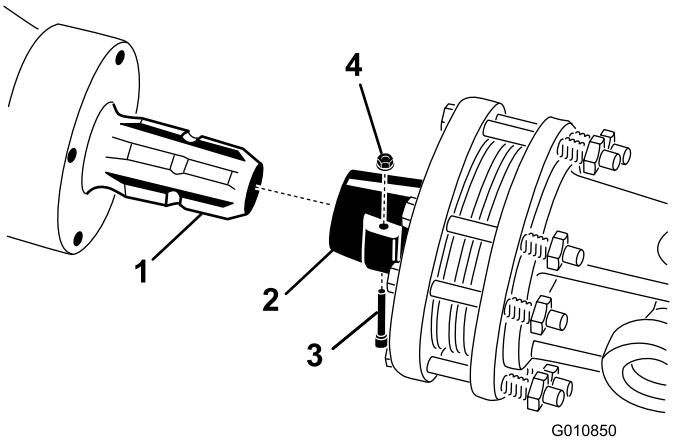

Figur 20
1. Fjern tappen og mutteren fra kraftuttaksakselen (Figur 20).
2. Koble clutchenden på kraftuttaksakselen til den inngående akselen på luftemaskinens girkasse, ved hjelp av tappen og mutteren som du fjernet tidligere (Figur 20). Det er kun én måte å sette inn stiften på.